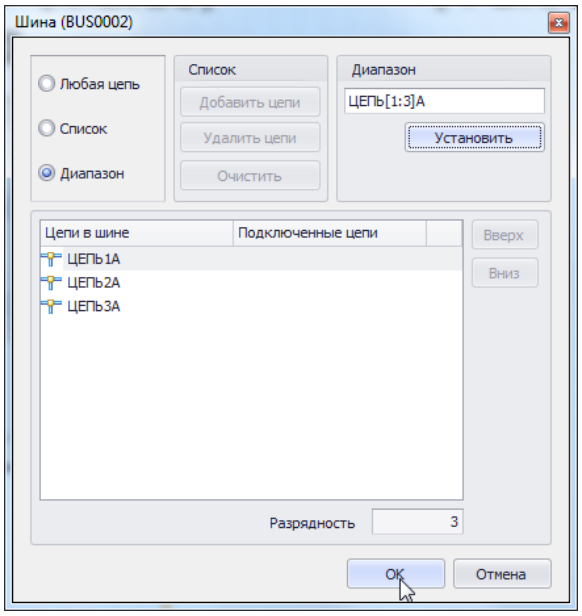

Рис. 514. Отображение списка созданных цепей
4. Зафиксировать список цепей, нажав кнопку «ОК», расположенную в правом нижнем углу окна редактора цепей, см. Рис. 514. Для отмены добавления новых цепей следует нажать кнопку «Отмена».